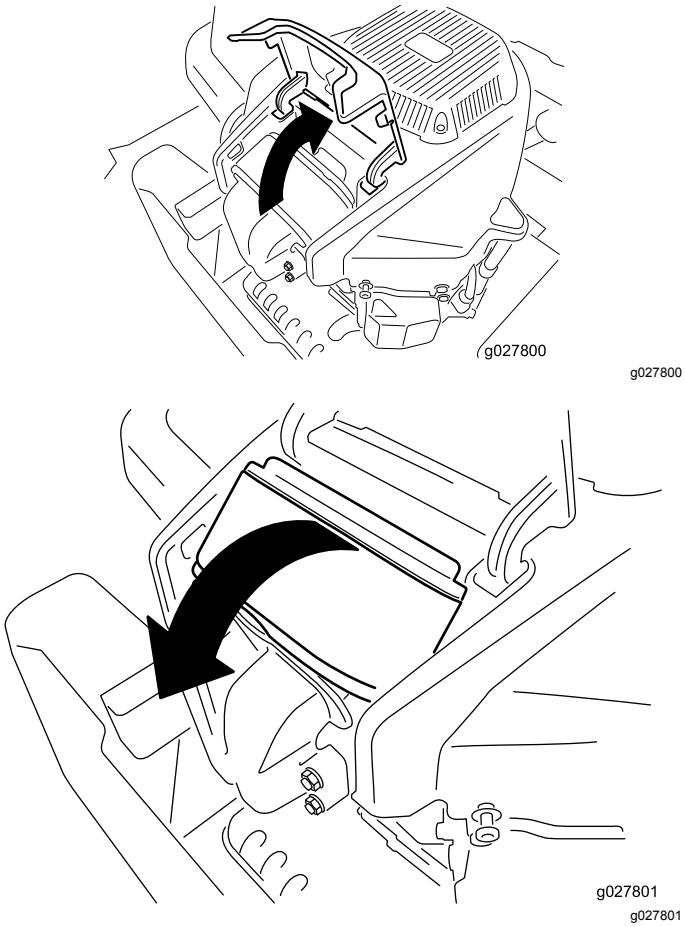

Figur 42
4. Løft dækslet, og drej luftfilterenheden ud af motoren (Figur 42).